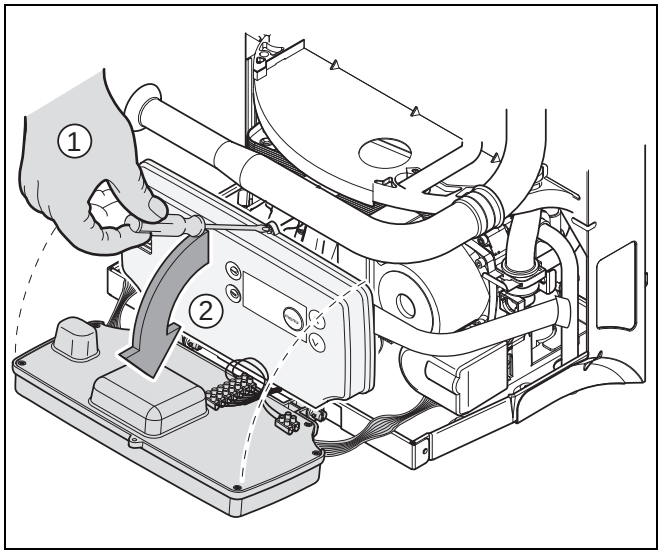

Рис. 17 Откиньте DBA вперёд
- Отверните винт на DBA и откиньте DBA вперёд (→ рис. 17).